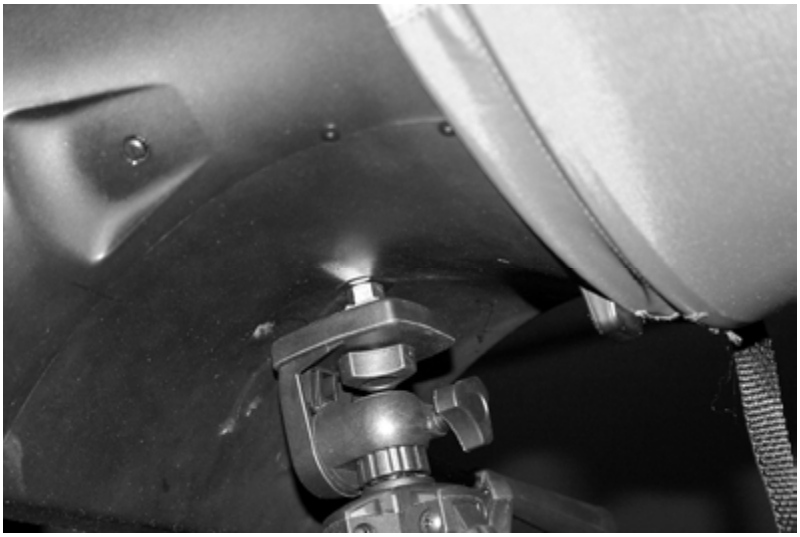

Figure 25: Mount Micromanometer Base to Telescopic Stand
4. Mount the Micromanometer base to the telescopic stand by fastening the screw on the telescopic stand to the threaded insert mounted on the base opposite the display/manometer (see Figure 25).